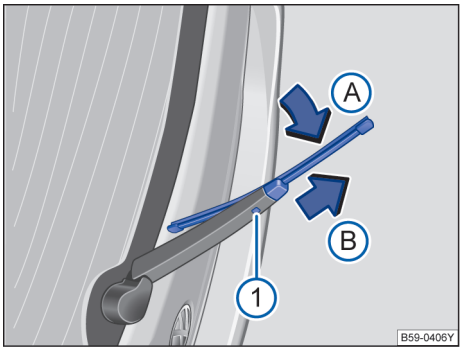

图 192 更换后风窗刮水器刮水片。
– 按住解锁按钮 →图 192①。
– 将后风窗刮水器刮水片朝刮水器摆臂 →图 192（箭头Ⓐ）方向翻转，同时沿箭头方向Ⓑ拔下。会因此需要用较大的力量。